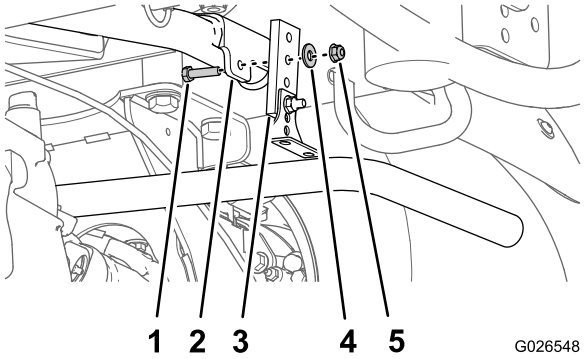

Рисунок 3
2. Из проушины монтажной плиты удалите болт, гайку и шайбу, которые крепят подвес выхлопной трубы к проушине, и снимите подвес (Рисунок 3).